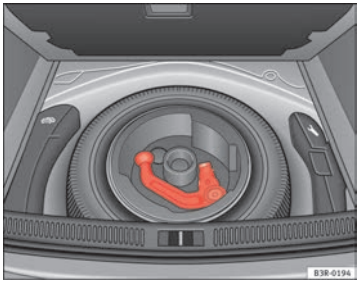

Fig. 153 Luggage compartment: Spare wheel with towing bracket
- On vehicles with a spare wheel ⇒ fig. 153.